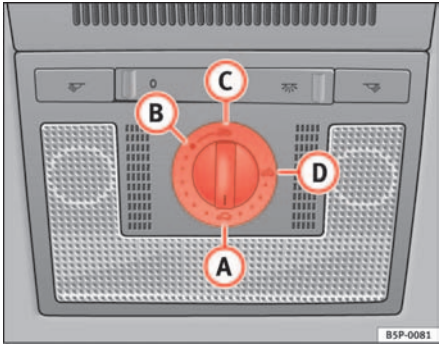

Fig. 71 Detail of the sunroof: rotary button for sliding/tilting sunroof
– Turn the rotary button to position (A) ⇒ fig. 71 ⇒ ⚠. ▶